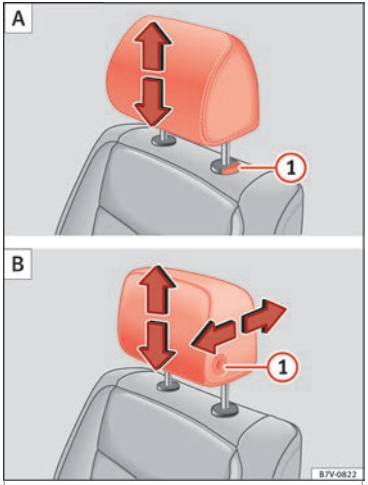
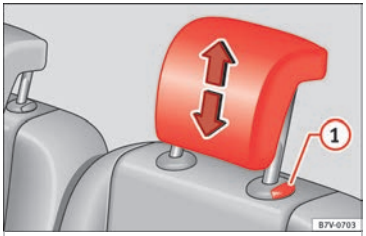

Fig. 76 A: Adjust the head restraints with no possibility of lengthways direction adjustment; B: Adjust the head restraints with lengthways direction adjustment
Fig. 77 Adjust the head restraints in the second or third row of seats
- Raise the head restraint in the direction of the arrow or lower it ››› **Fig. 76** or ››› **Fig. 77** (1) with the button pressed ››› ⚠.
- Push the head restraint forward in the direction of the arrow or backward ››› **Fig. 76** (1) **B** with the button pressed.